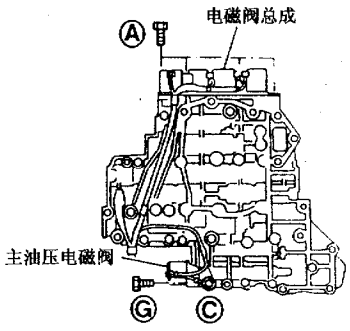

图 9－13－29
(3) 如图 9－13－30 所示，从电磁阀和插头盒上拆下 O 形圈。